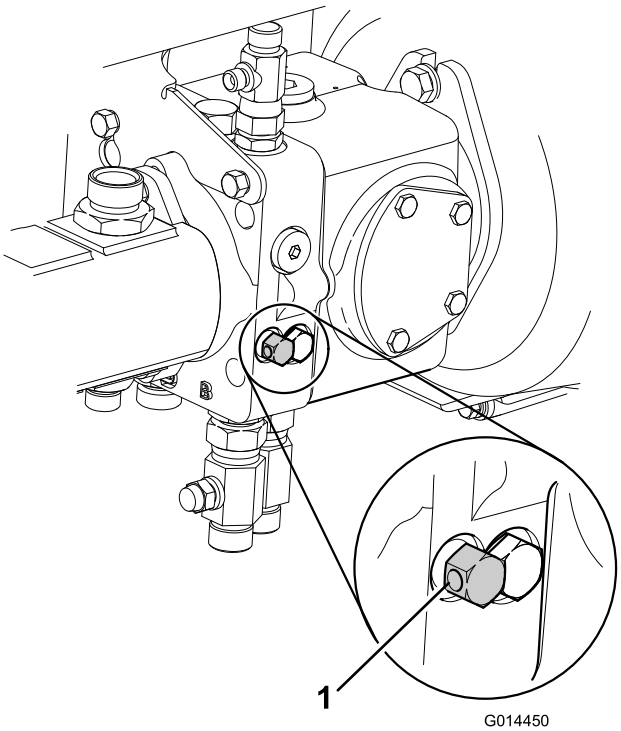

Figur 43
7. Sett det hydrauliske bremsesystemet ut av drift ved å vri omløpsventilen som er plassert under girpumpen mot urviseren maks. tre omdreininger (Figur 43).